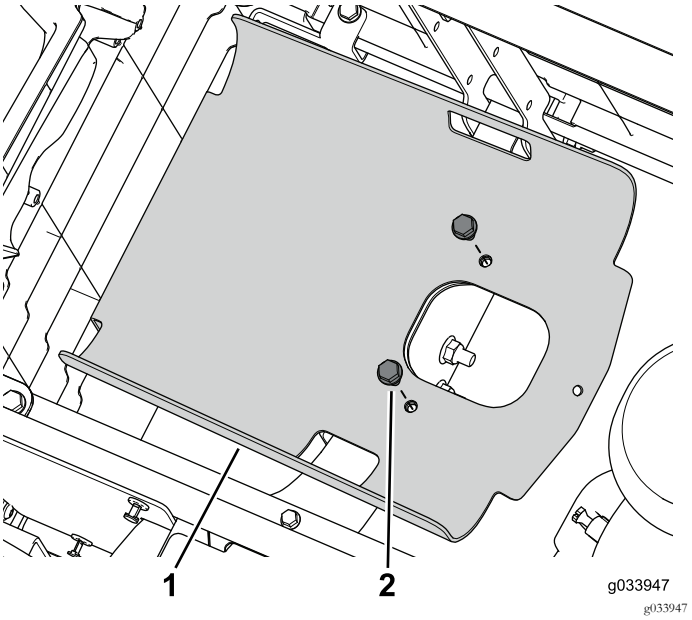

Bild 2
5. Entfernen Sie die zwei Bundbolzen, mit denen das Tankfach am Rahmen befestigt ist (Bild 2).